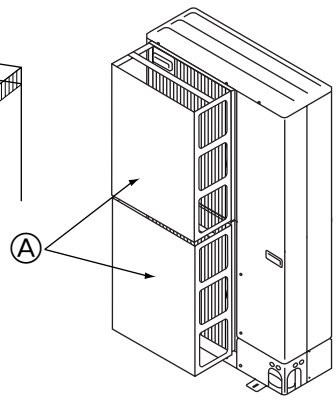

Fig. 3-3
② Installieren Sie eine als Sonderzubehör erhältliche Luftauslassführung, wenn die Anlage an einem Aufstellungsort installiert ist, an dem die Gefahr besteht, dass starker Wind direkt in die Luftaustrittsöffnung bläst. (Fig. 3-3)